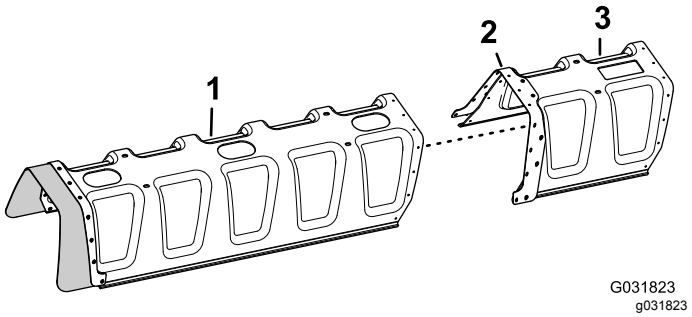

Figuur 147
3. Lijn de gaten in de verstevigingsplaat (dubbele rij) op het verlengstuk van de afdekking uit met de gaten in het uiteinde van de spuitboomafdekking voor 11 spuitdoppen (Figuur 147).